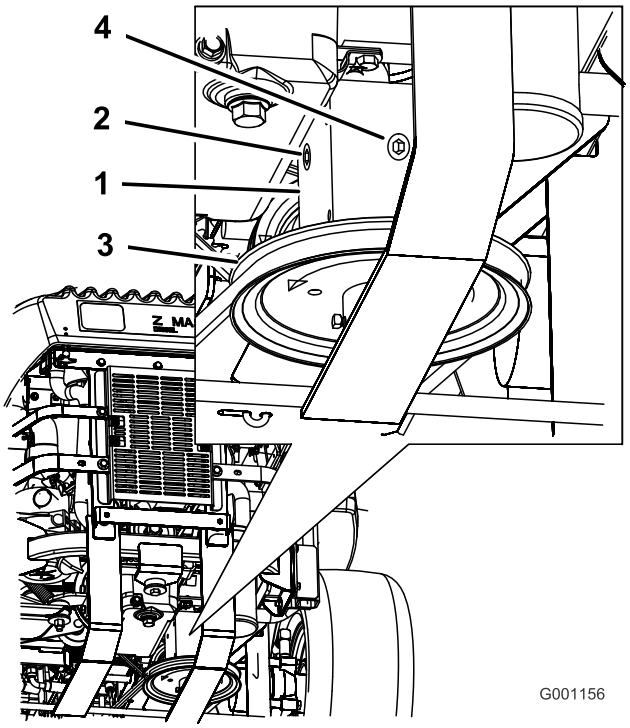

**Figuur 63**
4. Verwijder de plug aan de zij- of achterkant van de tandwielkast (Figuur 63).